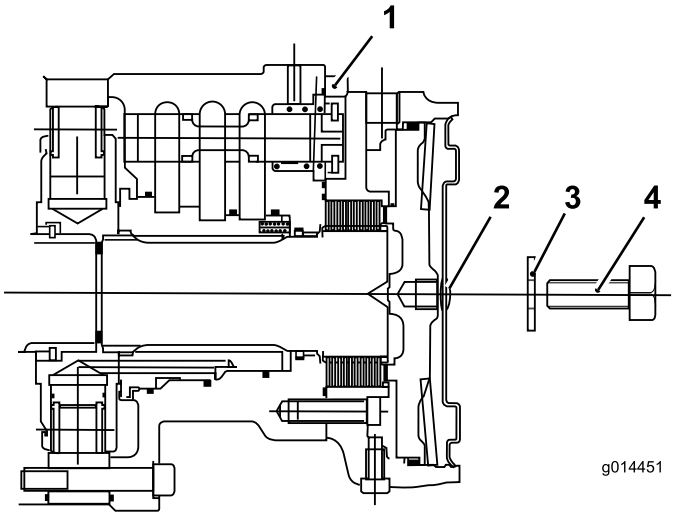

Figur 44
C. Monter den sekskantede prop på motorens endeplade (Figur 44).